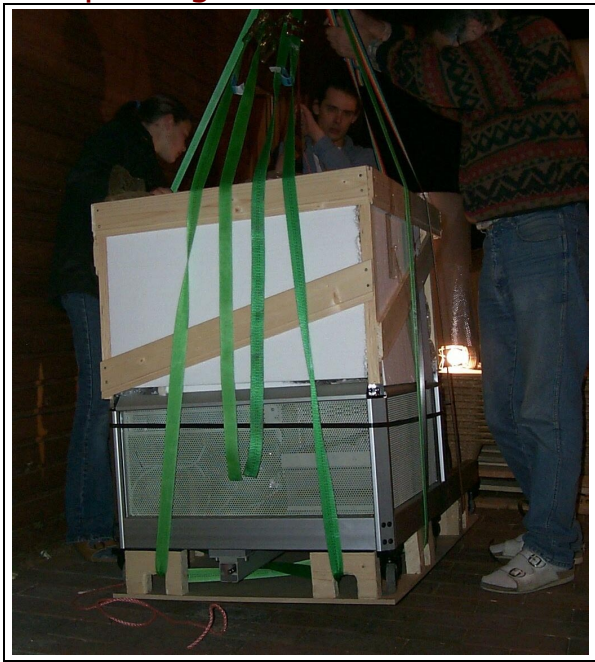
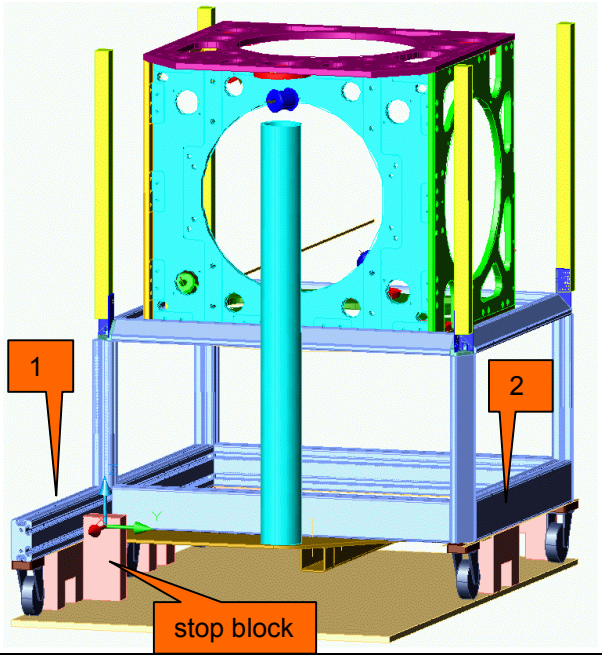

Figure 1:
Figure 2:
Figure 1 shows the loading procedure and figure 2 is a construction sketch showing how the carrier is positioned on the panel at the bottom of the box.
- cut the fastening bands 1 and 2 in fig. 2